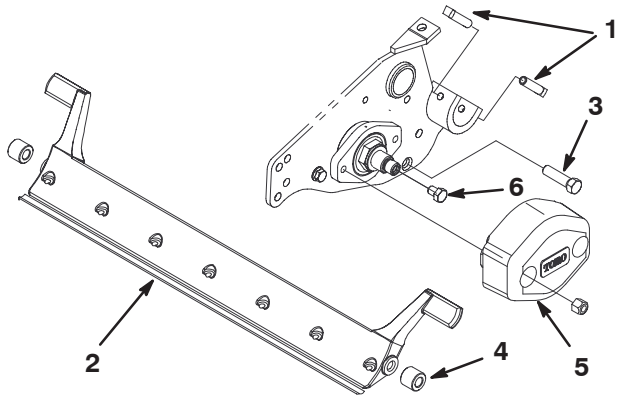

Figure 1
- Remove (2) bedknife adjusting screws from each adjuster bracket on cutting unit (Fig. 1).
4. Remove the (2) bolts securing the counter weight to the left end of the cutting unit. Remove the counter weight (Fig. 1).
5. Remove drive bolt from end of reel shaft (Fig. 1).